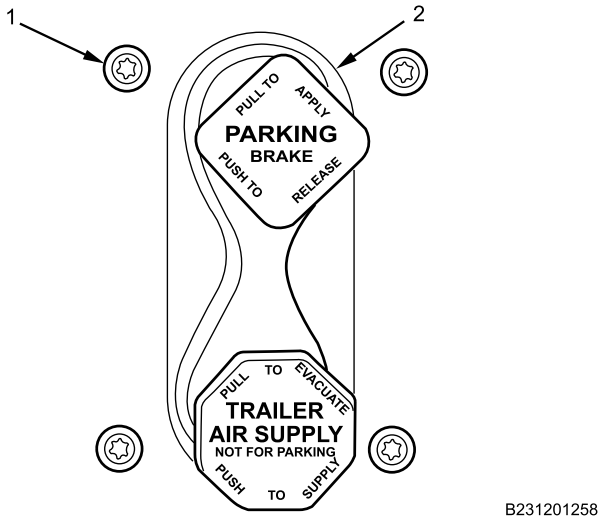

Figure 2. Hand Brake Control.
3. Remove four torx screws (Figure 2, Item 1) from hand brake control valve (Figure 2, Item 2).